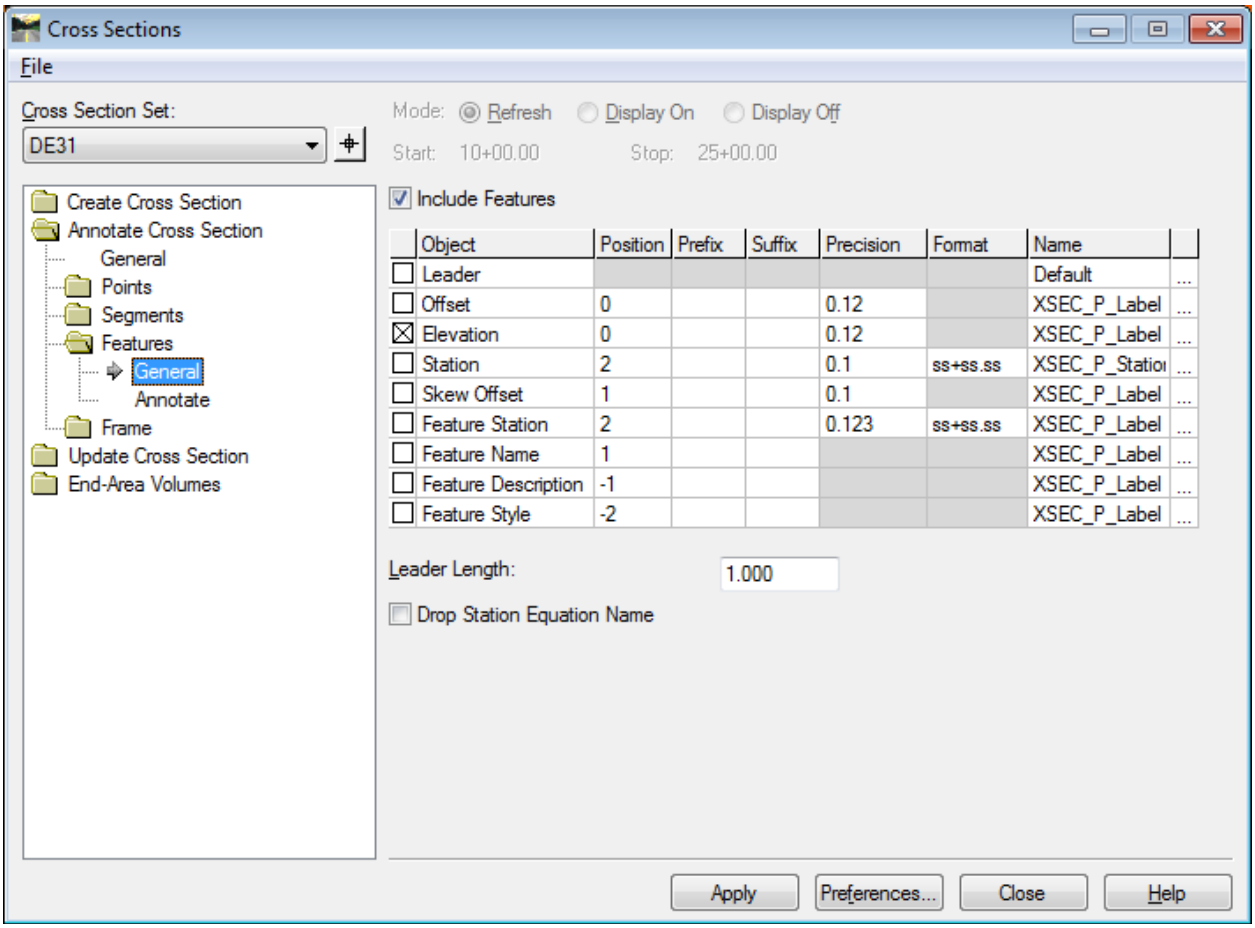

Figure L9-23 Annotate Cross Section
- In the **Annotate Cross Section** folder, make the **Features – General** folder the active folder as shown in *Figure L9-23*.